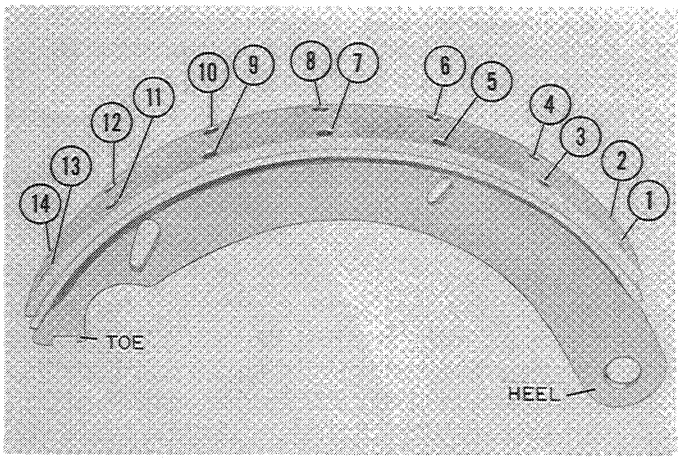

Figure W-40
4. Form the rivet heads with a 13/64 tubular rivet set following the sequence shown in Figure W-40, working from heel to toe.